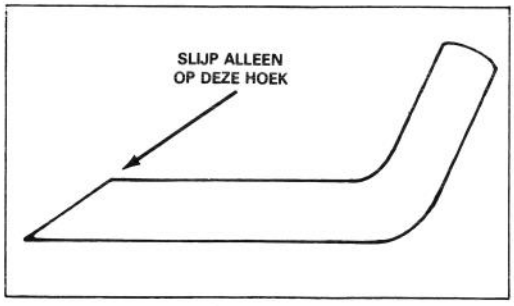

Afbeelding 22
6. SLIJPEN VAN HET MES — Slijp de bovenkant van het mes met een vijl en behoud de oorspronkelijke snijhoek (Afb. 22). Het mes blijft in balans, wanneer van beide snijkanten eenzelfde hoeveelheid wordt weggeslepen.